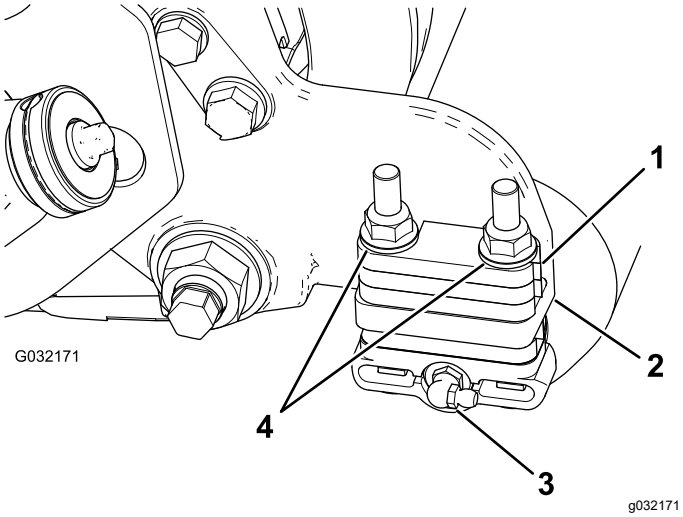

Figur 6
1. Ta bort rullens smörjnippel från den sida av klippenheten där rullborsthuset sitter (Figur 6).
3. Ta bort de två flänslåsmuttrar som håller fast rullfästena på sidoplåtarna, **samt eventuella distansbrickor om 6 mm som är placerade på ovansidan av sidoplåtens monteringsfläns** (Figur 6).